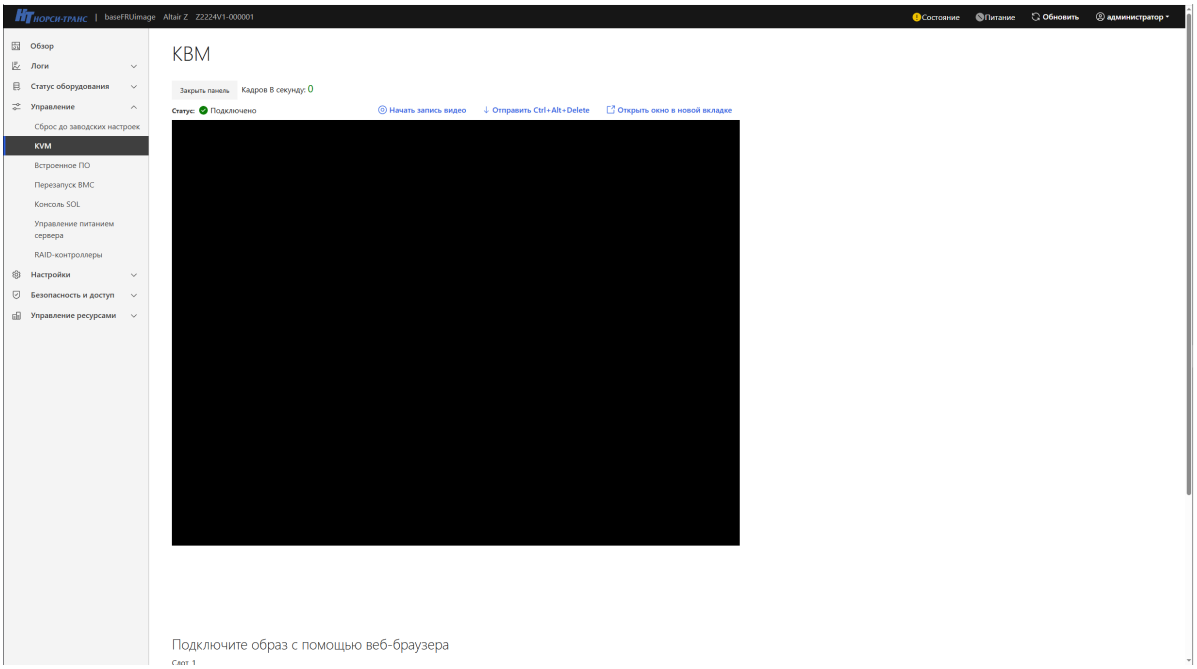

Рис. 81. Окно «KVM»
3) Пройдите во вкладку «Управление» → «KVM» в данной вкладке осуществляется удаленное управление BIOS. Окно показано на рис. 81 Окно «KVM»